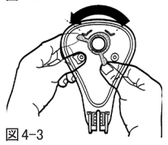

図4-3
⑥ 図4-3の位置（正しい取り外し位置）まで、エルボーリテイナを回してください。